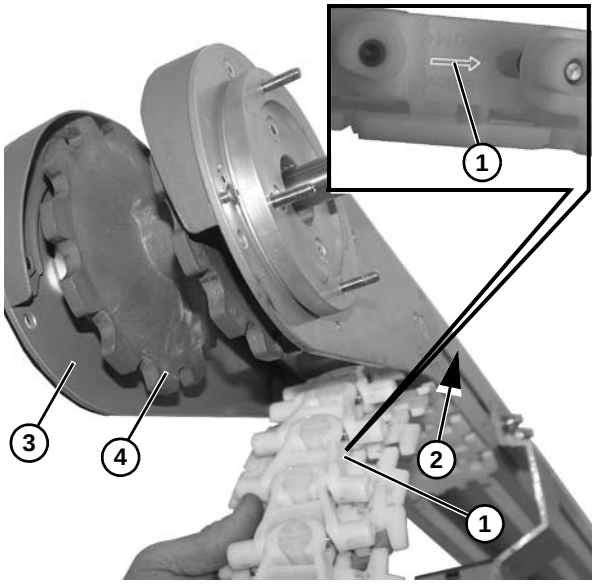

Figure 19
2. Install the belt with direction arrow **(Figure 19, item 1)** pointing in direction of belt travel **(Figure 19, item 2)**. Install belt from under tail end **(Figure 19, item 3)** and onto cogs **(Figure 19, item 4)** of shaft.